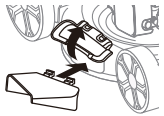

Fig.11A
2. Abre la puerta de la cubierta de protección. (Fig.11A)